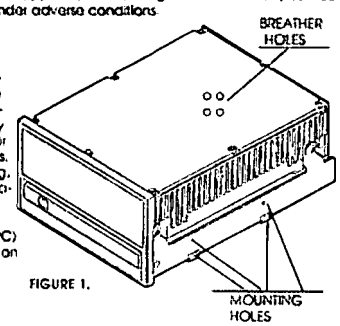

FIGURE 1.
- Labels must not be put over the breather holes on the top of the drive. (See Figure 1).
The WREN 3 may be mounted with a horizontal orientation (PCB down) or with either of two vertical orientations (on side orientation). Four 6-32 tapped holes are provided in the bottom of the chassis and two on each side. (See Figure 1) The drive may be mounted using four bottom screws or four side screws (two in each side). Four bottom screws are preferred and recommended. Screws must be of sufficient length to engage the threaded holes, but must not penetrate more than 0.12 in. (3.17mm) into the chassis. A sway space of 0.050 in. is required on top and bottom.